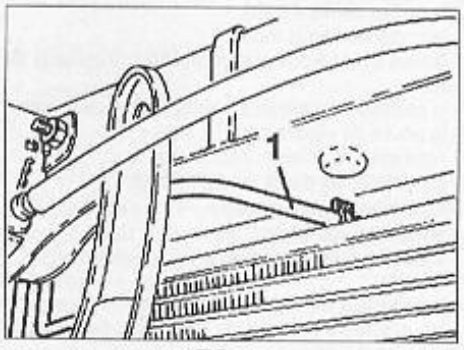

FIG. 35
• Dégrafer le tuyau (1) circuit de direction assistée (Fig.35).